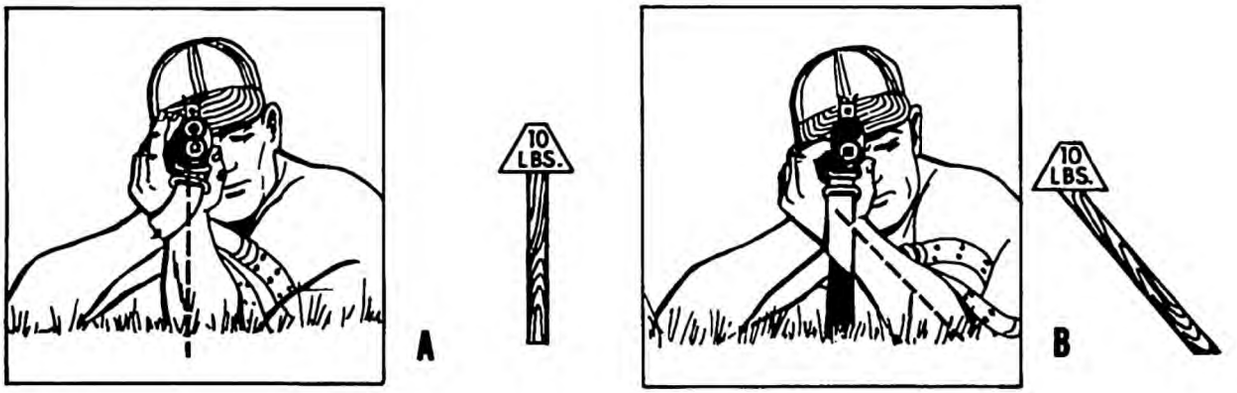

Figure 4-19. Bones, not muscular effort, support the rifle.
c. The left elbow is under the rifle (fig. 4-19).